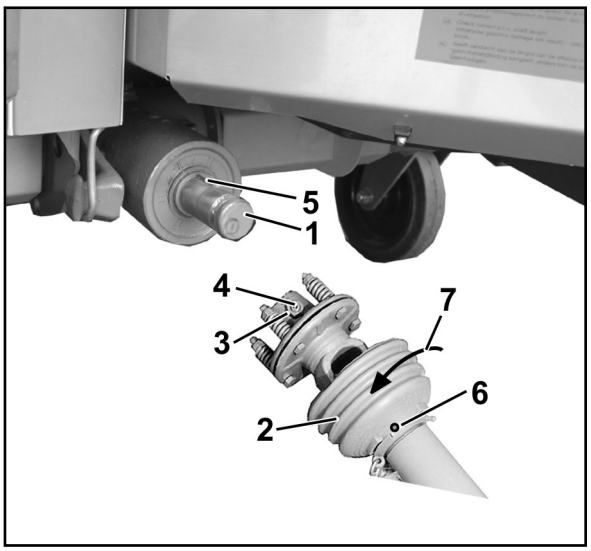

Fig. 37
2. Getriebeeingangswelle (Fig. 37/1) reinigen.
4. Arretierschraube (Fig. 37/6) herausdrehen.
5. Schutztrichter (Fig. 37/2) in die Montageposition (Fig. 37/7) drehen.
7. Kontermutter (Fig. 37/3) in Anschlussgabel von Reibkupplung lösen (bis der Gewindestift nicht mehr nach außen über die Kontermutter hinausragt), Innensechskantgewindestift (Fig. 37/4) herausdrehen und prüfen, ob sich die Anschlussgabel leicht auf die Getriebewelle aufschieben lässt.
> Auf vollständige Überdeckung der Passfeder (Fig. 37/5) achten!
9. Gelenkwelle gegen axiale Verschiebung sichern. Hierzu Gewindestift mit Innensechskantschlüssel fest anziehen und mit Mutter (Fig. 37/3) kontern.
2. Kontermutter (Fig. 37/3) in Anschlussgabel von Reibkupplung lösen. Gewindestift (Fig. 37/4) herausdrehen.